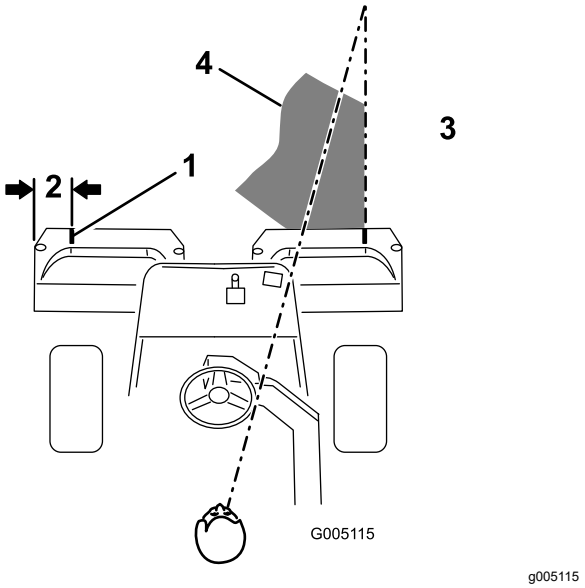

Rysunek 9
2. Naklej pasek białej taśmy lub namaluj białą linię na koszach biegnącą równolegle do zewnętrznej krawędzi kosza (Rysunek 9).